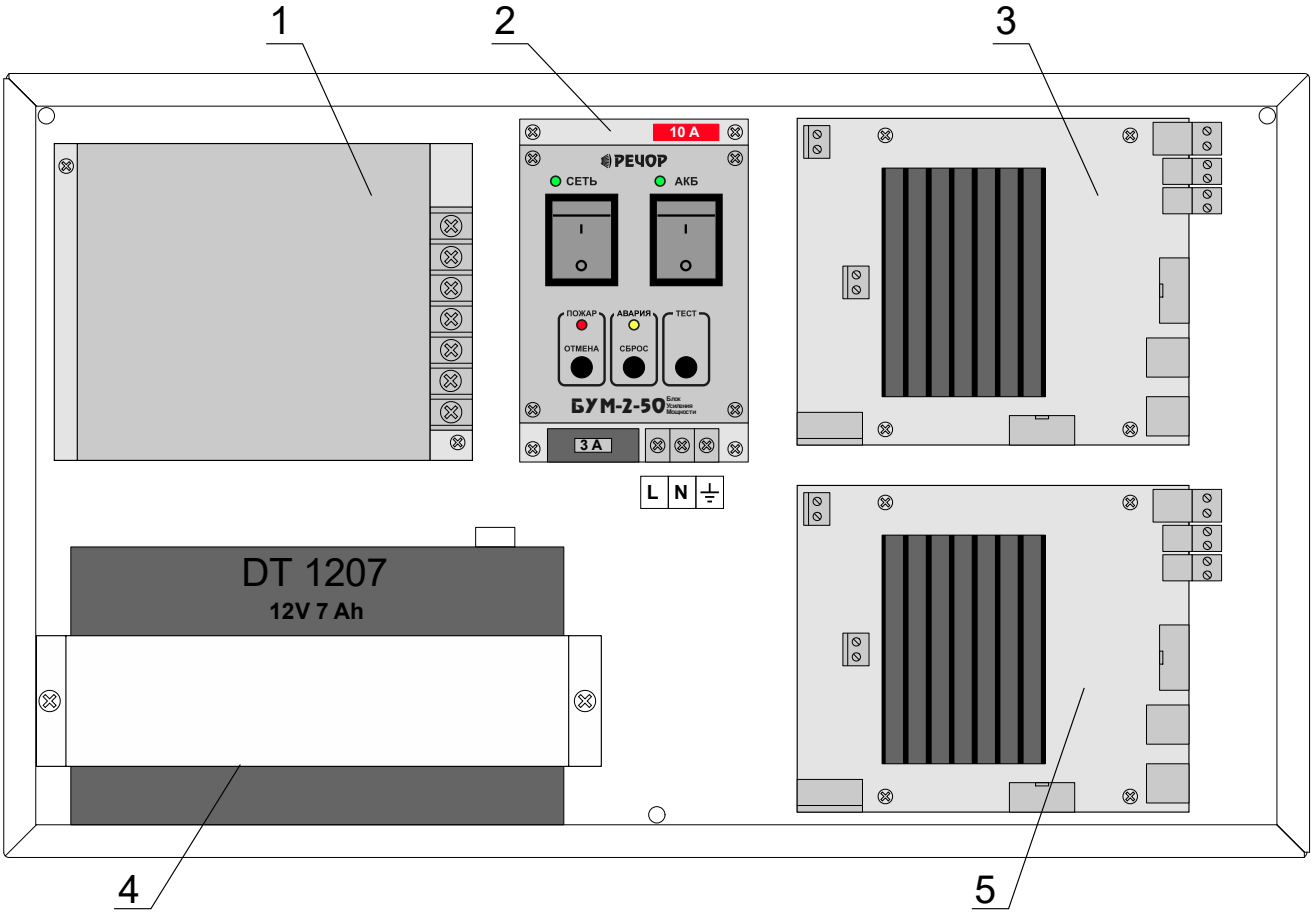

Рис. 2.1. Внутренняя компоновка БУМ-2-50.
Внутренняя компоновка *устройства* в варианте исполнения БУМ-2-50 показана на Рис. 2.1, где схематично изображены **БП** (1), панель управления (2), плата **УМ** (3, 5) и **АКБ** (4). Вариант компоновки БУМ-50 отличается только отсутствием